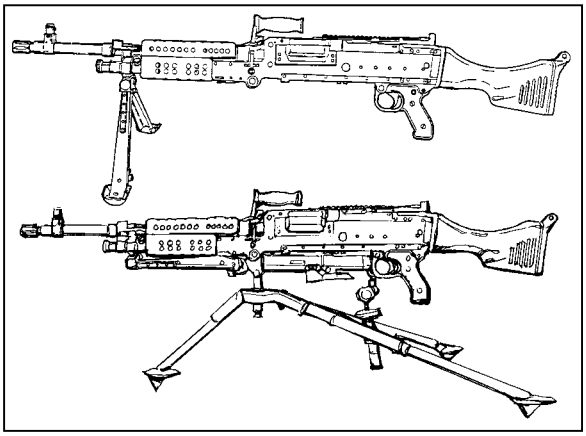

Figure 3-1. M240B machine gun, bipod and tripod mounted.
The M240B is a general-purpose machine gun. (Figure 3-1) It can be mounted on a bipod, tripod, aircraft, or vehicle. The M240B is a belt-fed, air-cooled, gas-operated, fully automatic machine gun that fires from the open bolt position. Ammunition is fed into the weapon from a 100-round bandoleer containing a disintegrating metallic split-link belt. The gas from firing one round provides the energy for firing the next round. Thus, the gun functions automatically as long as it is supplied with ammunition and the trigger is held to the rear. As the gun is fired, the belt links separate and are ejected from the side. Empty cases are ejected from the bottom of the gun. A spare barrel is issued with each M240B, and barrels can be changed quickly as the weapon has a fixed head space. However, barrels from different weapons should not be interchanged. The bore of the barrel is chromium plated, reducing barrel wear to a minimum.
a. **Sights**. The front sight is attached to the barrel and can be adjusted for elevation and windage to allow the gunner to zero his weapon. Since the sight on the barrel is adjusted to zero the machine gun, both barrels must be zeroed before combat and training. The rear sight is attached to the rear of the receiver and is marked for each 100 meters of range, from 200 to 800 meters on the upper surface of the leaf, and on the reverse side of the leaf from 800 to 1,800 meters. (Figure 3-1)
b. **Safety Mechanism**. The safety mechanism is located on the pistol grip just behind the trigger well. When the safety is pushed to the right, the letter "S" is visible indicating the weapon is on safe. When pushed to the left, the letter "F" is visible on the safety indicating the weapon is on fire. The safety can only be engaged when the bolt is in the rear position. On the "S" position, the bolt cannot be released to go forward (Figure 3-1).